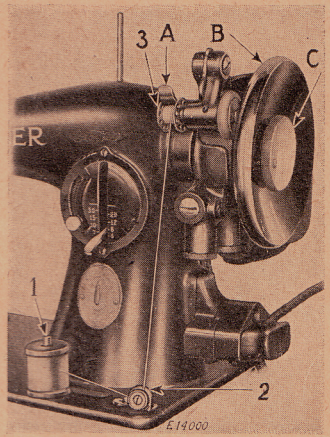

Fig. 5. Winding the Bobbin
It is necessary to understand the stop motion (C, Fig. 5) by which the balance wheel (B, Fig. 5) can be released when required, thus permitting the winding of bobbins without running the stitching mechanism.
Place the bobbin on the bobbin winder spindle and push it up closely against the shoulder, having the small pin in the shoulder enter the hole in the side of the bobbin. Put the spool of thread on the spool pin (1). Draw the thread under and between the tension discs (2) on the bed of the machine, then pass the thread up and through one of the holes (3) in the left side of the bobbin, from the inside. Press down on the bobbin and the bobbin winder latch (A, Fig. 5) will drop down and hold the bobbin winder pulley against the hub of the balance wheel. Then press the knee controller or the foot controller the same as for sewing.
If the thread does not wind evenly on the bobbin, loosen the screw which holds the tension bracket (2, Fig. 5) in position on the bed of the machine and slide the tension bracket to the right or left, as may be required, then tighten the screw.